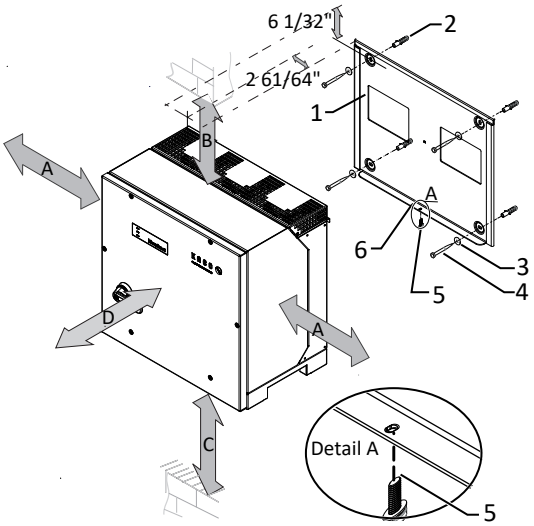

Fig. 11: Minimum clearances for wall mounting
3. Insert the screw provided into the lug of the mount and [T30 / 17.70 In-lbs] ([See figure 11 [▶ Page 19]).